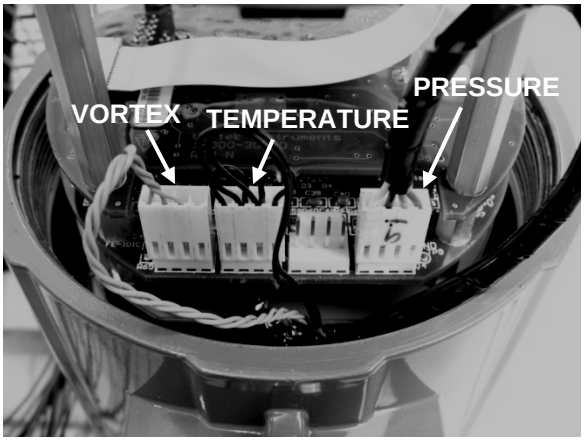

Figure 5-1.Electronics Stack Sensor Connections
3. Using ESD precautions and hazardous area precautions, remove the electronics enclosure window cover. Disconnect the vortex sensor from the electronics stack or remote feed through board. Refer to Figure 5-1 or 5-2. Measure the resistance from each outside pin to the meter ground - each should be open. Measure the resistance from the center pin to the meter ground – this should be grounded to the meter.
3. Using ESD precautions and hazardous area precautions, remove the electronics enclosure window cover. Disconnect the temperature sensor from the electronics stack or the remote feed through board. Refer to Figure 5-1 or 5-2. Measure the resistance across the outside pins of the temperature sensor connector. It should read approximately 1080 ohms at room temperature (higher resistance at higher temperatures).
3. Locate the sensor harnesses which come up from the neck of the flow meter and attaches to the circuit boards. Make note of the location of each sensor connection. Refer to figures 5-1 and 5-2. The vortex sensor connection is on the left, the temperature sensor connection (if present) is second form the left, and the pressure sensor connection (if present) is the right most connector. Use small pliers to pull the sensor wiring connectors off of the circuit boards.